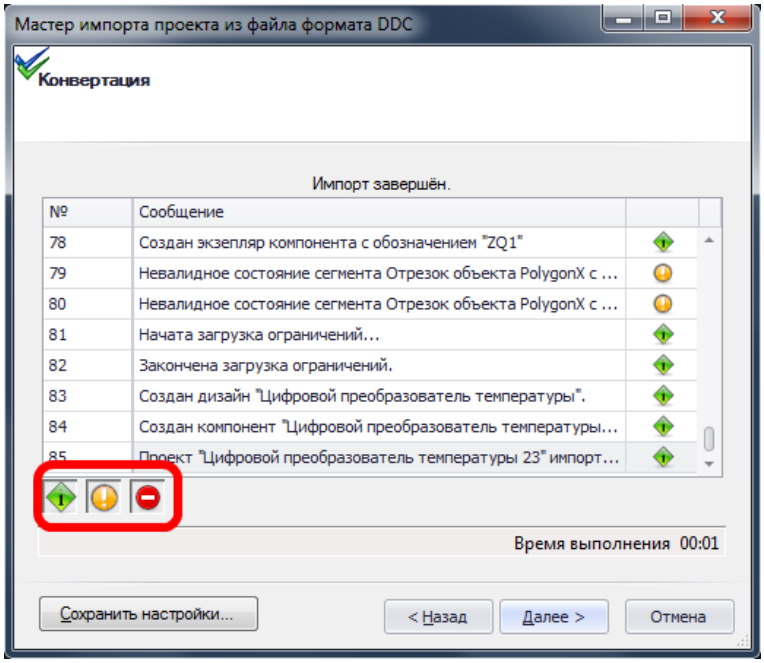

Рис. 354. Процесс импорта проекта
8. В следующем окне мастера отображается процесс импорта, см. Рис. 354.